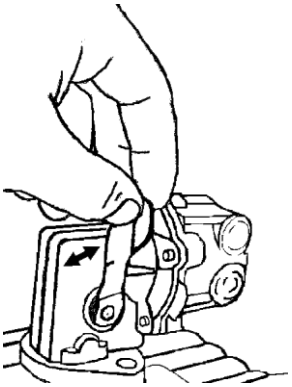

Fig. 5.3
(1) Check fuel cock located at the tank delivery is open.
(2) For engines equiped with Ronim-V and SMI gearboxes, then operate repeatedly (for 6 or 7 times) the lever ofthe fuel pump (fig. 5.3). If the manual pump valve is clogged, difficult bleddingcan result. In such a case, remove the air vent bolt and inlet-side hose from the filter and clean the valve with presssure air.